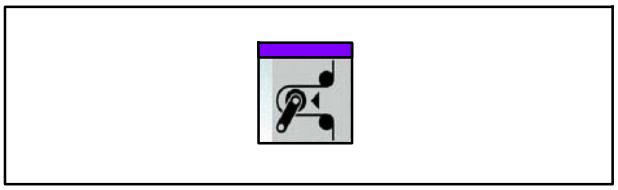

Fig. 178 Touche Enclencher/couper la tension de bande
3. Appuyer sur la touche Enclencher/couper la tension de bande (Fig. 178) pour couper la tension de bande